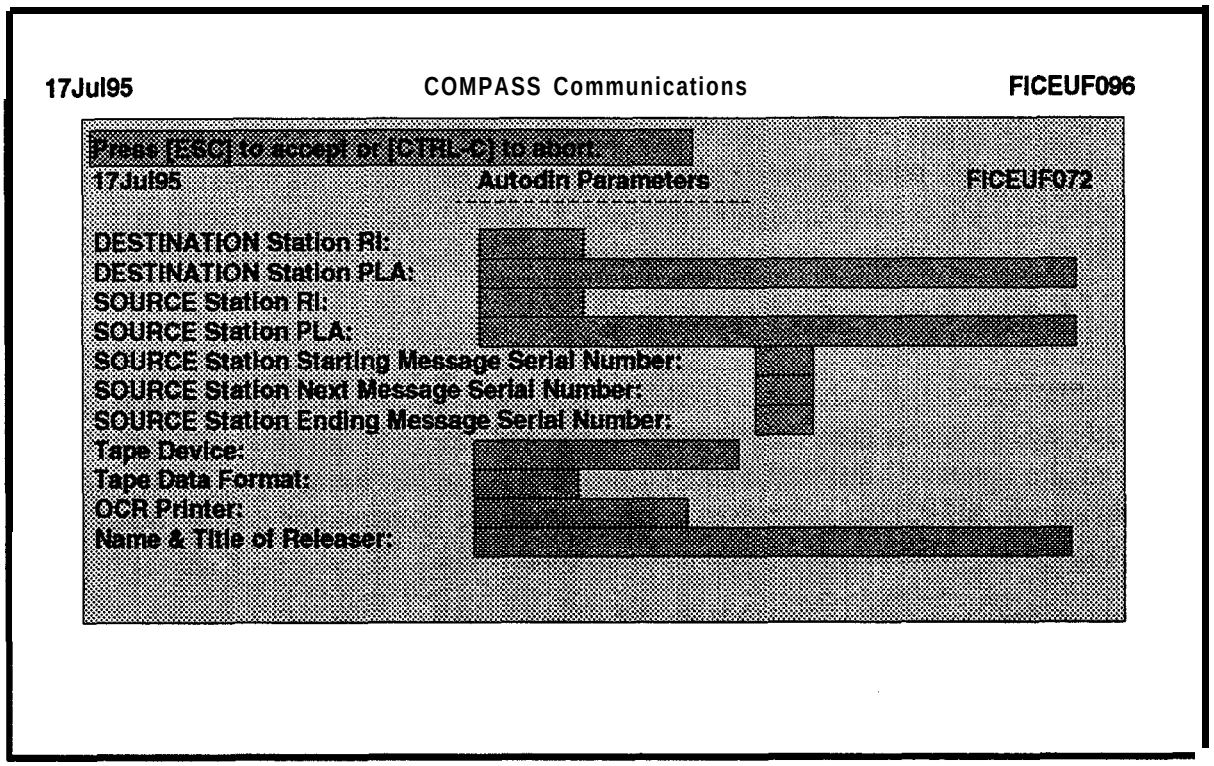

Figure 4-13. COMPASS Communications Screen With AUTODIN Parameters Window
d. Select **Set AUTODIN Parameters** from the COMPASS Communications menu. The AUTODIN Parameters window will be displayed, as shown in Figure 4-13, with the cursor in the first field.